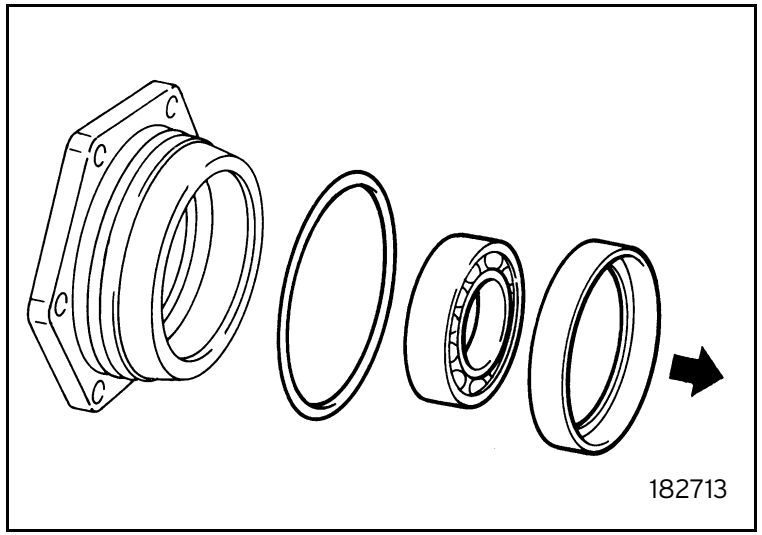

Fig. 13
- Use a block on the ball bearing. Remove the roller bearing outer race and the ball bearing. Remove the O-ring (figure 13). Repeat the operation on the other hub.